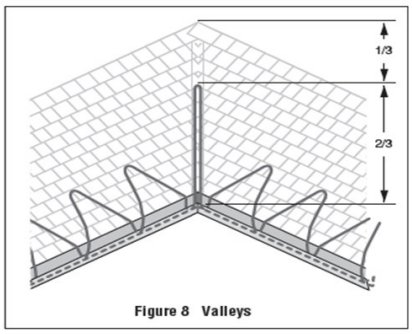

Figure 8 Valleys
- Trace two-thirds of the way up each valley with a double run of heating cable as shown in Figure 8 below.